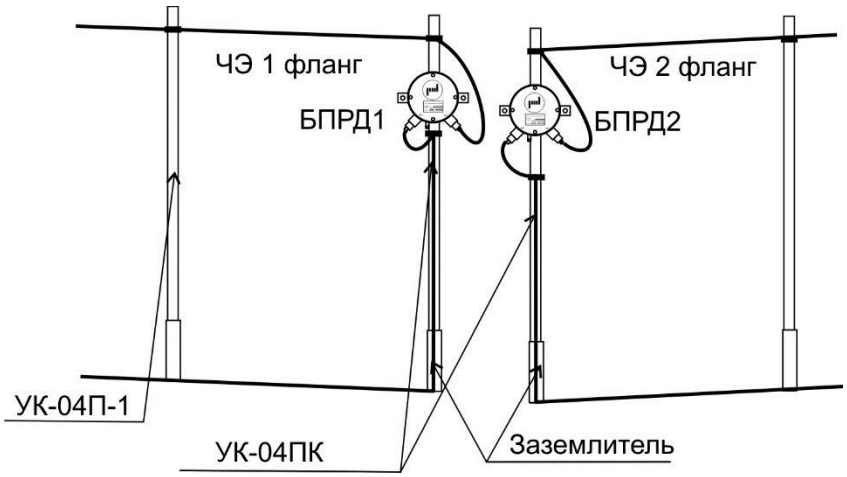

Рис. 10.12
10.2.4 Установку ЧЭ с использованием отдельно стоящих столбов или деревьев произвести с помощью кронштейнов и консолей из КМЧ4 (рис. 10.12, 10.13), руководствуясь п. 10.1. Заземлители установить в грунт, оставляя на поверхности видимую часть заземлителя высотой 600 мм, на расстоянии не дальше 1м от конечных стоек сигнализационного участка.